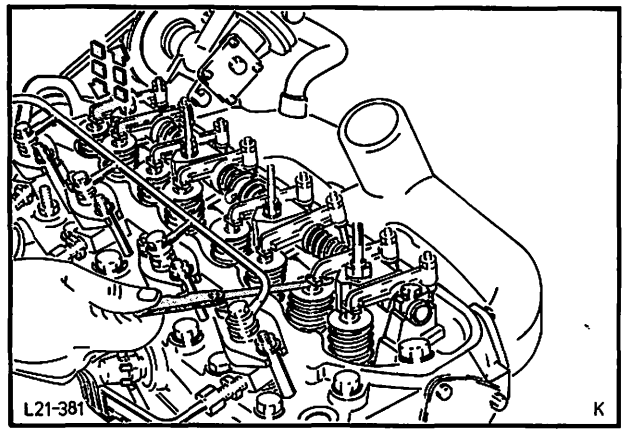

Abb. 129 Ventilspiel einstellen
2. Ventilspiel einstellen, Abb. 129, dabei wie folgt verfahren: